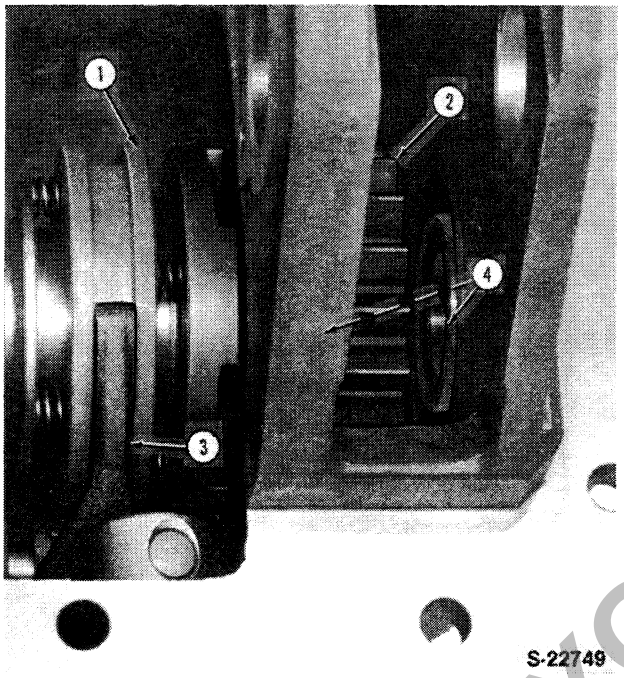

Figure 63
4. Install the output shaft gear (2), Figure 63, in the case with the lugs forward. Place a spacer washer on each side of the gear.
5. Install the shift couple (1), Figure 63, in the case on the shift fork with the lugs facing the gear lugs.